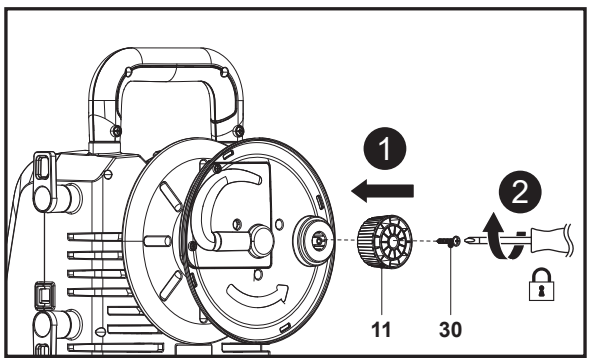

Fig. 3
1. Alinhe o orifício de montagem no botão do carreto de mangueira (11) com o respetivo apoio na máquina e, em seguida, utilize uma chave de parafusos de cabeça cruzada adequada (não fornecida) para fixar a ligação com o parafuso (ST4,8 x 16) (30) (Fig. 3, passos 1, 2).